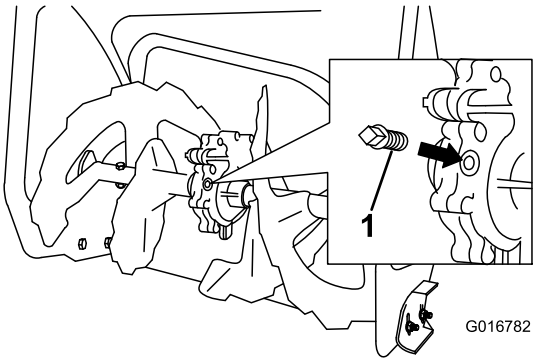

**Figura30**
2. Curăţaţi zona din jurul dopului de ţeavă (Figura30).